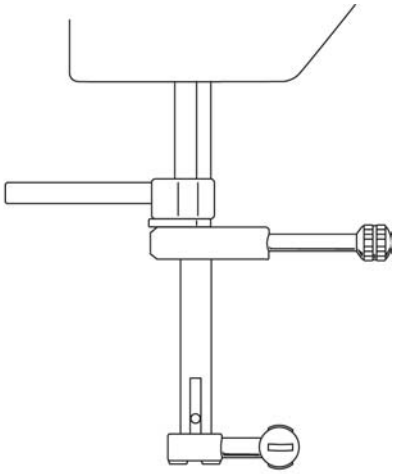

Fig. 3b
- Turn the handwheel in sewing direction until the needle-rise clamp is resting on the spacer (fig. 3b).